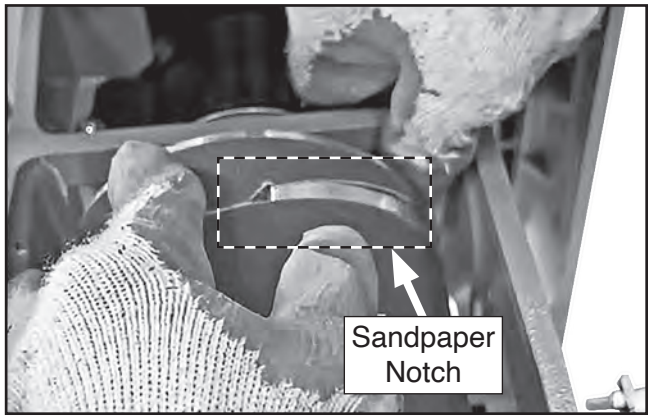

Figure 48. Example of sandpaper notch cut.
5. When finished, cutout should look similar to what is shown in **Figure 48**.